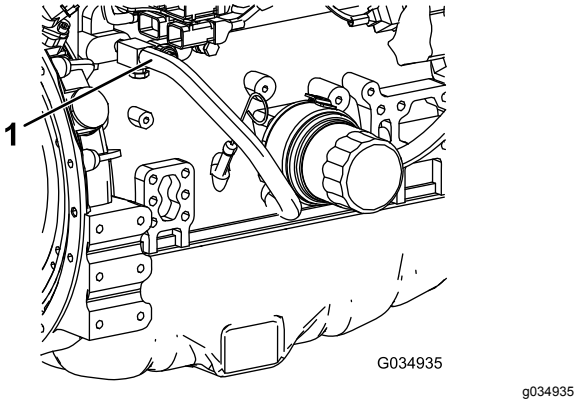

Figur 126
7. Fjern kjølevæskeslangen fra motoroljekjøleren (Figur 126).